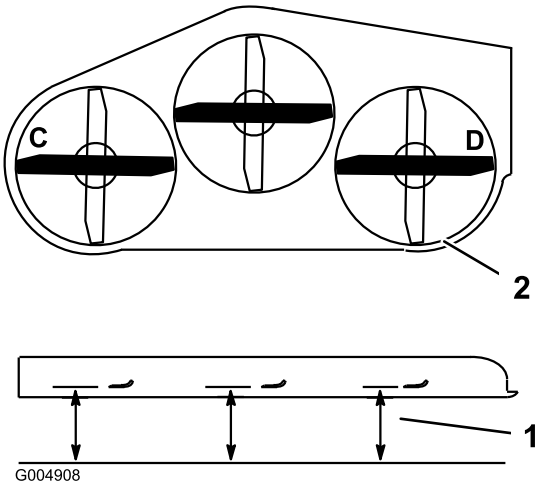
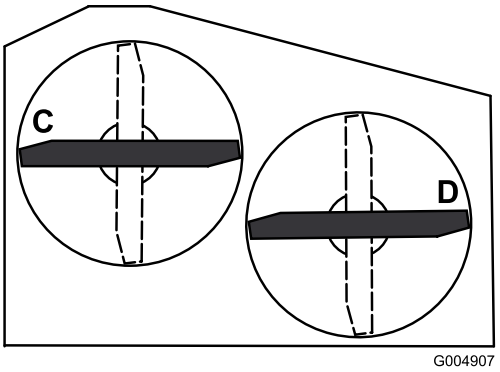

Figura 68
Figura 69
2. Coloque las cuchillas en posición lateral. Mida la cuchilla en las posiciones **C** y **D** desde una superficie nivelada hasta el filo de corte de las cuchillas (Figura 68). Para las plataformas de cortacésped de 36 pulgadas, consulte la Figura 69.